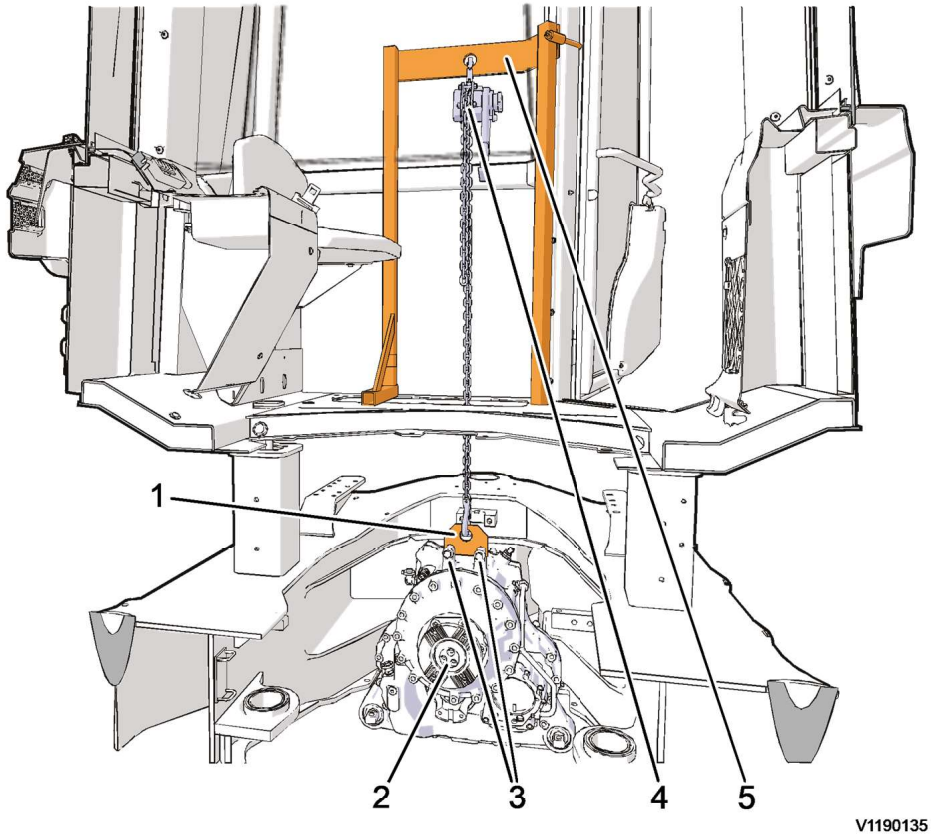

Figure 5
4. Place stand 88830384 on the cab floor above the opening for the dropbox. Put the stand against and around the door frame and make sure it's fixed properly. See figure 5.